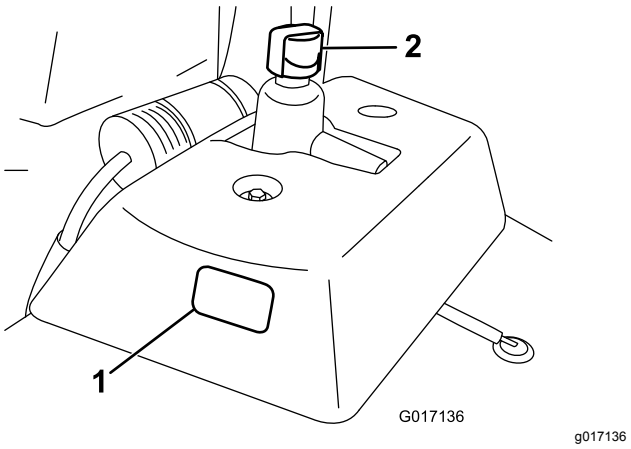

Figur 48
2. Kontroller oljenivået ved å sjekke seglasset på siden av reserveoljetanken (Figur 48).